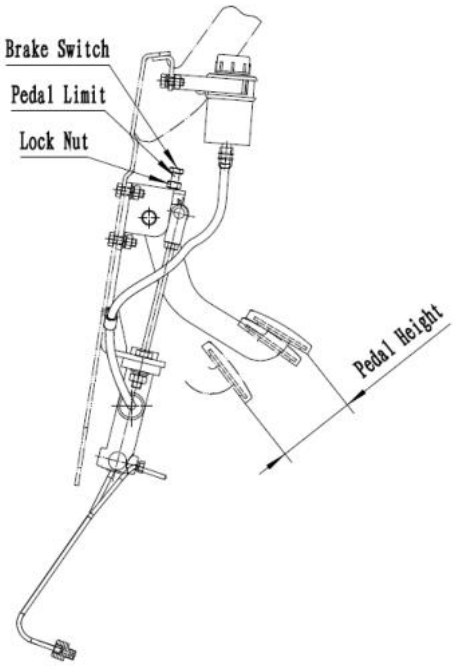

Fig 8-2
(1) Adjust the push rod to be short.
(2) Adjust the catch bolt, to adjust the pedal height as indicated in Fig 8-2.
(3) Push down the brake pedal, and adjust the push rod to be long, until the front end of push rod contacts the master cylinder pist Brake Fluid Tank
(4) Screw down the lock nut for the push rod.